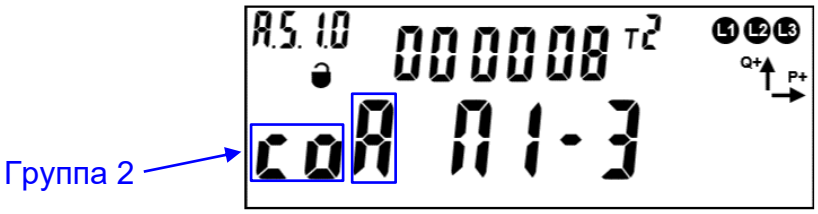

Рисунок 220
6.14.1.5 Для опломбирования крышки корпуса и клеммной крышки счетчика кнопкой, необходимо перейти в окно текущего состояния электронной пломбы[66] (см. рисунок 220).